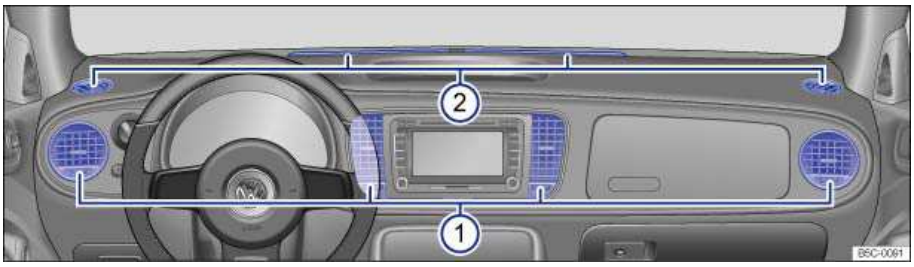

Fig. 134 In the instrument panel: Air vents.
To help ensure sufficient heating, cooling, and ventilation in the passenger compartment, never close the air vents completely ⇒fig. 134 (1).